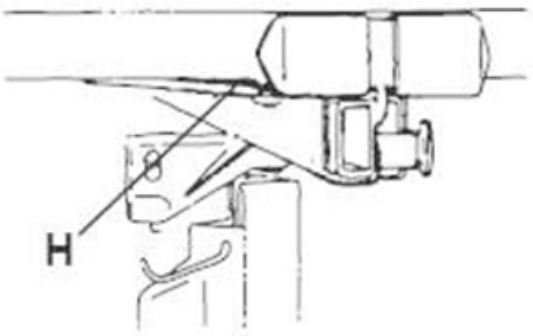

FIG. 7
- Insérez les tiges télescopiques horizontales dans le support principal précédemment installé (Fig.7). Notez que les tiges télescopiques horizontales sont interchangeables.
3. Enlever les supports transversaux en appuyant sur la languette à ressort située en bas (H, fig.7) après avoir fait rentrer les tiges télescopiques horizontales si elles sont ouvertes.